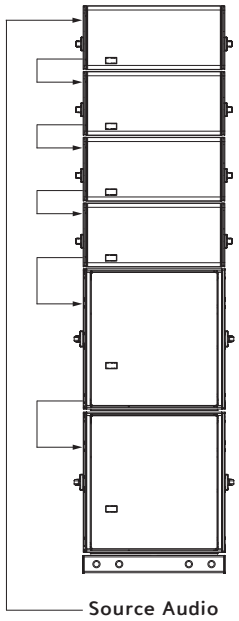

Figure 3: Mixed Groundstack
- Mixed groundstacks of LEOPARDs and 900-LFCs (Figure 3)